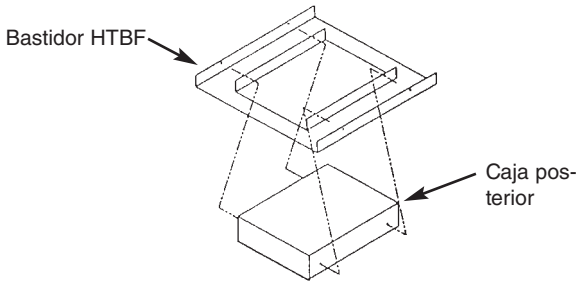

**Figura 2**
4. Monte la caja posterior del calefactor en el juego de bastidor HTBF por medio de los cuatro tornillos provistos. Consulte la Figura 2.